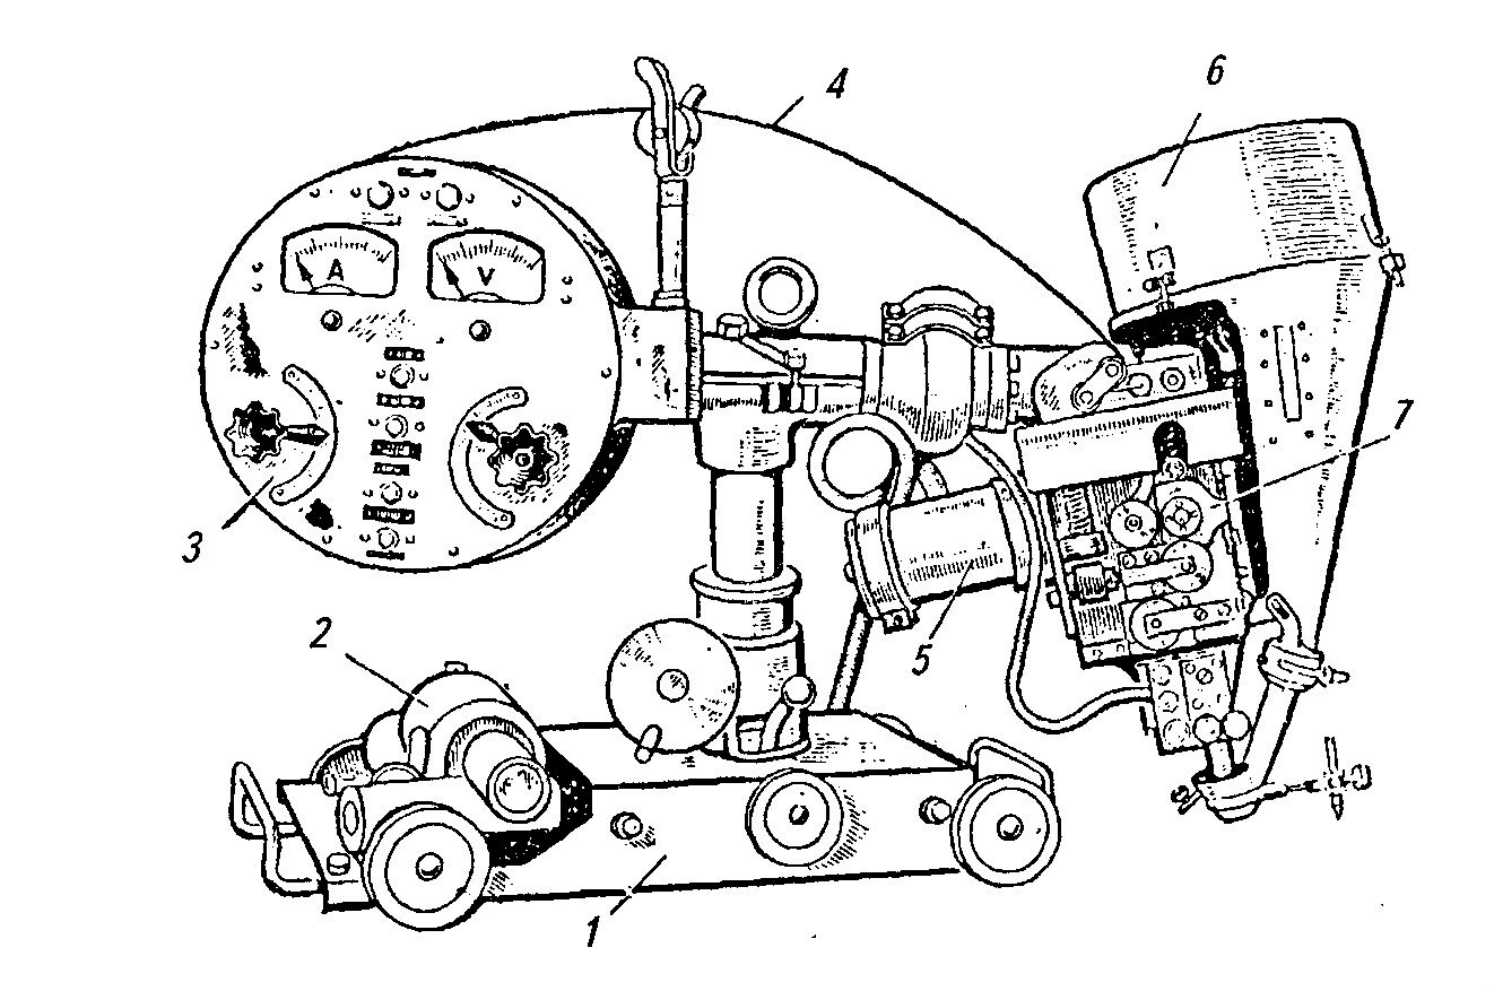

Рисунок 1 - Сварочный трактор АДС-1000-2:
- **К автоматам с переменной скоростью подачи**, у которых скорость подачи электродной проволоки плавно изменяется в зависимости от напряжения сварочной дуги, относится трактор **типа АДС-1000-2 завода «Электрик»** (рисунок 1).